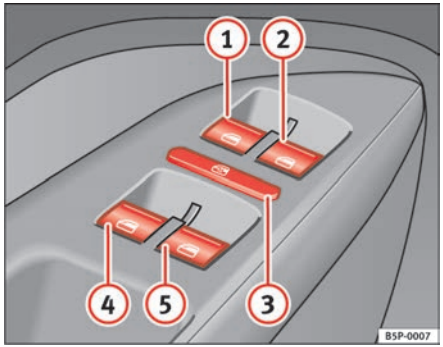

Fig. 68 Detail of driver door: controls for the front and rear windows
The buttons ⇒ page 106, fig. 68 (1) and (2) have two levels for opening the window and two for closing it. This makes it easier to open and close windows to the desired position.